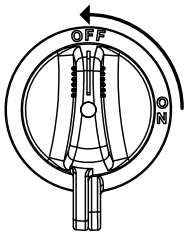

Figure 48. Battery Switch (OFF)
5. Place the **Battery switch** (Figure 48) in the **OFF** position.